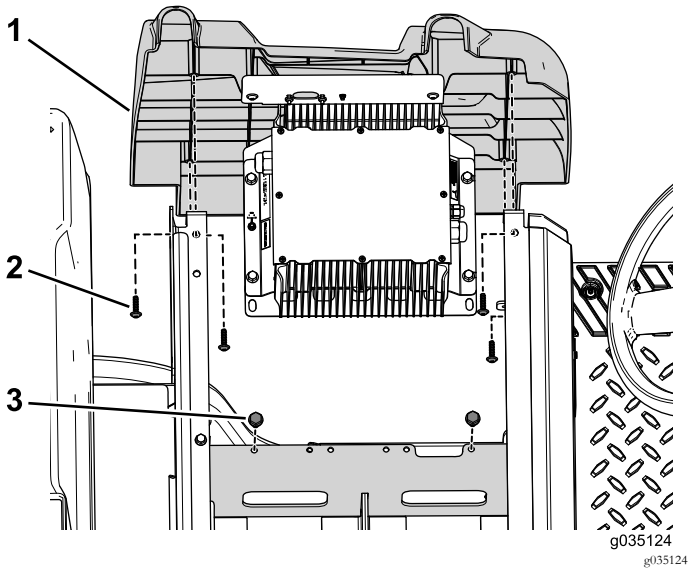

Figur 55
4. Fjern de to boltene som fester laderbraketten til batteriholderen (Figur 55).
5. Fjern de fire selvgjengende skruene som fester det venstre sidedekselet til maskinen (Figur 55).